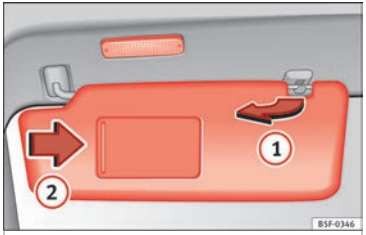

Fig. 137 Sun visor
- The sun visor can be pulled out of its mounting and turned towards the door ››› **Fig. 137 (1)**.